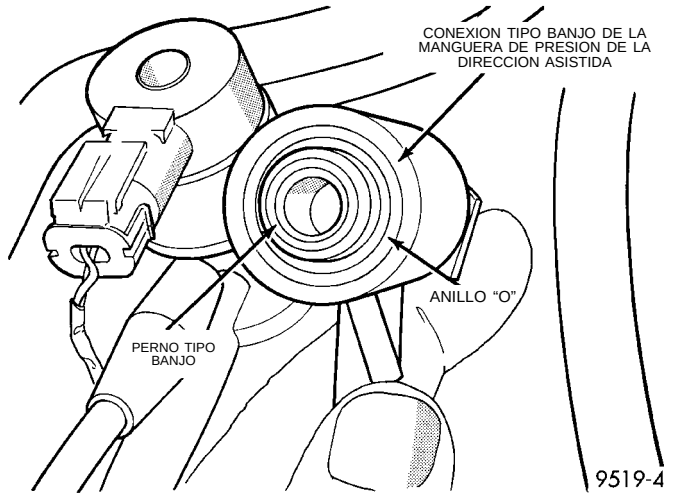

Fig. 28 Anillo “O” instalado en la conexión tipo Banjo de la manguera de la dirección asistida
(8) Instale un anillo “O” nuevo en el extremo de la conexión tipo Banjo de la manguera de presión de la dirección asistida (Fig. 28).